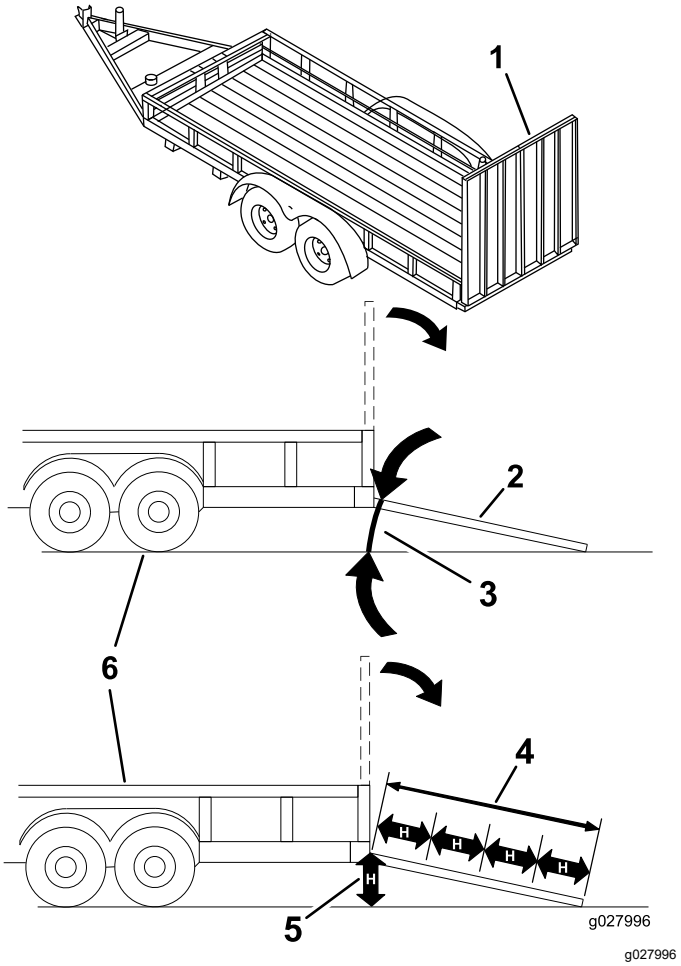

Rysunek 39
Ładowanie maszyny na przyczepę lub ciężarówkę zwiększa prawdopodobieństwo przewrócenia maszyny, co może prowadzić do poważnych obrażeń lub śmierci (Rysunek 39).
3. Obniż pochylnię i upewnij się, że kąt pomiędzy pochylnią, a podłożem nie przekracza 15 stopni (Rysunek 39).
1. Obniż pochylnię i upewnij się, że kąt pomiędzy pochylnią, a podłożem nie przekracza 15 stopni (Rysunek 39).